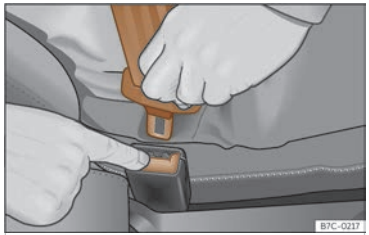

Fig. 24 Deixar anar la llengüeta del tancament del cinturó.
- Premeu la tecla vermella del tancament ››› fig. 24. La llengüeta saltarà del tancament.